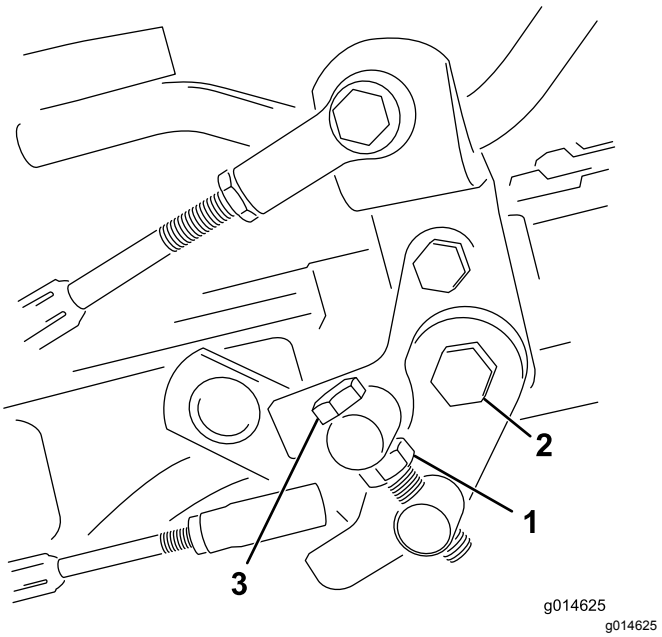

Figura 37
1. Liberte a porca de retenção do parafuso do eixo (Figura 37).
4. Aperte a porca de retenção no parafuso do eixo e a porca na articulação do pedal para bloquear o ajuste (Figura 37). Verifique o ajuste e ajuste se for necessário.